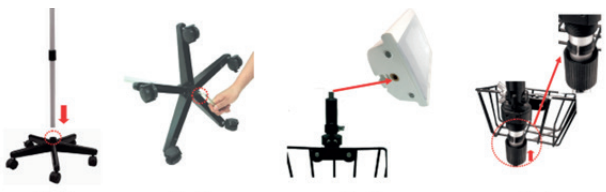

Fig.1 Fig.2 Fig.3 Fig.4
4. Insira o mastro de alumínio de diâmetro grande no topo da base de cinco pernas como na Fig. 1.